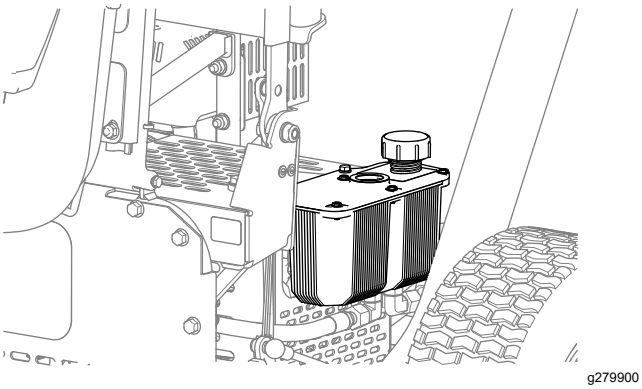

Figur 38
2. Fjern hydraulikbeholderens dæksel (Figur 38).
4. Sæt beholderens dæksel på (Figur 38).